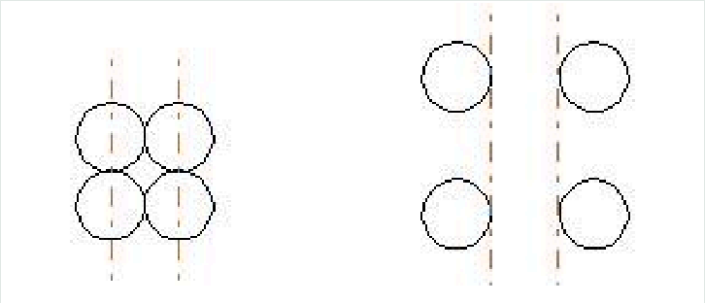

Figura 12-3 (a) Cálculo por distancia de desplazamiento; (b) cálculo por distancia entre gráficos
- **"Calculate by Offset Distance" (Calcular por distancia de desplazamiento):** el espacio entre los gráficos se calcula mediante la distancia de desplazamiento (Figura 12-3 (a)).
- **Calcular por distancia de desplazamiento del gráfico:** el espacio entre los gráficos se calcula por la distancia entre ellos (Figura 12-3 (b)).